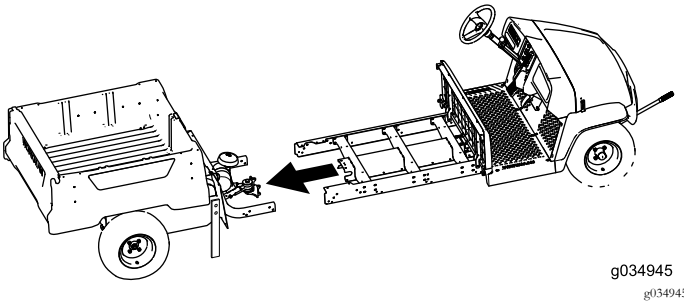

Figur 27
7. Få noen til å hjelpe deg føre den fremre og bakre delen av maskinen sammen (Figur 27).